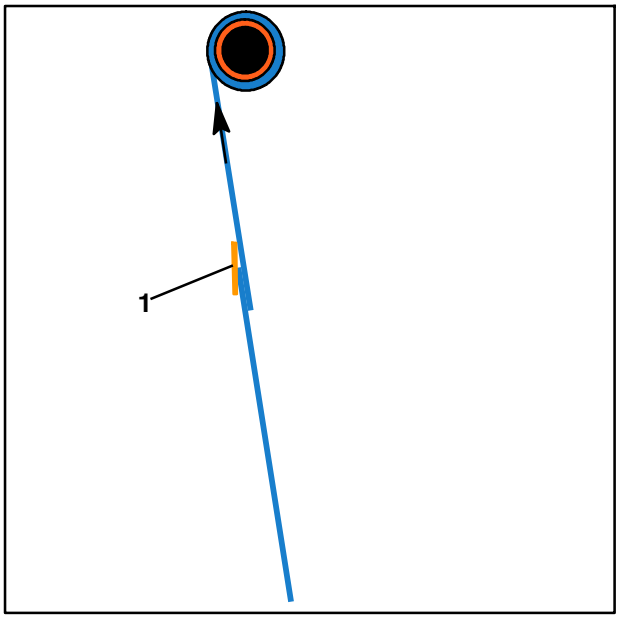

Fig. 206 Collure du côté recto avec du ruban adhésif simple face
2. Faire chevaucher le début de la bande sur la fin de l'autre bande côté recto et l'y coller à l'aide de ruban adhésif simple face d'une largeur de 3 cm environ (Fig. 206/1) en évitant le plus possible de former des plis.